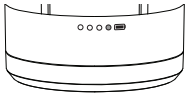

Figura 3
2. Certifique-se de que a base do motor do liquidificador esteja carregada (Figura 3). Para níveis de carga da bateria, consulte "Os LEDs da bateria mostram o gráfico de status atual".